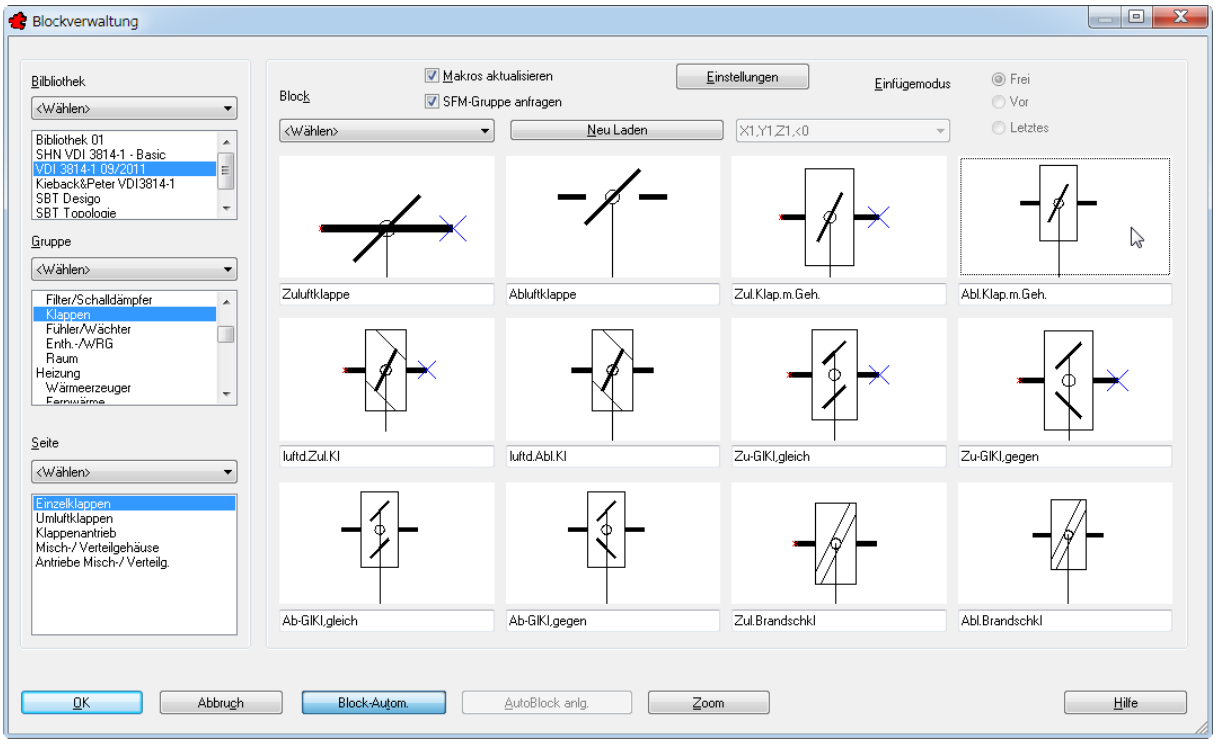

Bild 28.3 – Die Abluftklappe mit Gehäuse wird eingefügt.
- Wählen Sie die Gruppe *Klappen*, die Seite *Einzelklappen* und dort den Block *Abl.Klap.m.Geh.*, den Sie wiederum mit einem Doppelklick aufrufen (Abb. 28.3).